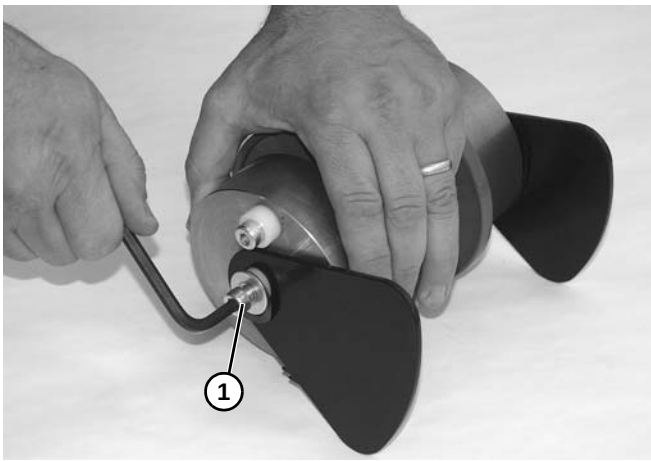

Figure 96
6. Remove socket head screw **(Figure 96, item 1)** from end of idler pulley assembly.